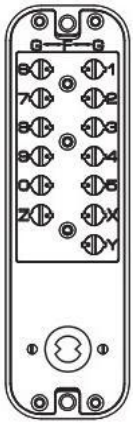

FIG4B
2)"If you want to set a button as the password,gently push down the button with a slotted screwdriver and rotate it 180 degrees so that the dot aligns with a number.This button will then become the password. The dot should point outward towards 'G'(see figure 4B)